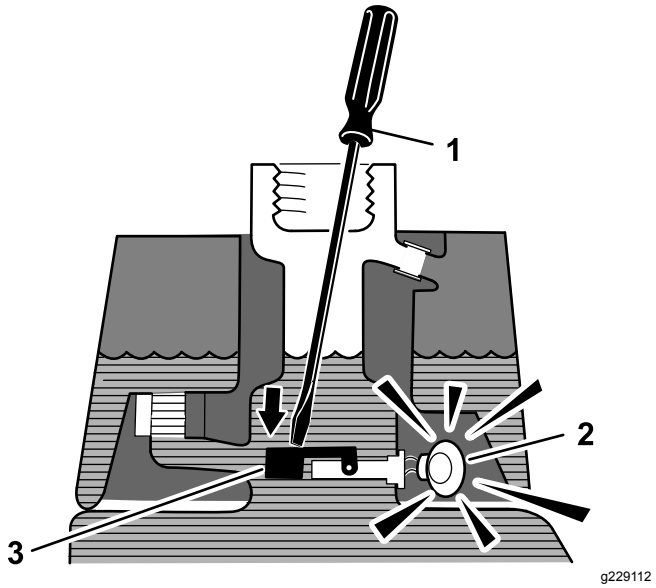

Figur 42
3. Sett en ren stang eller skrutrekker inn i tankåpningen, og trykk flytebryteren forsiktig ned (Figur 42). Alarmen skal gå etter tidsforsinkelsen på ett sekund.